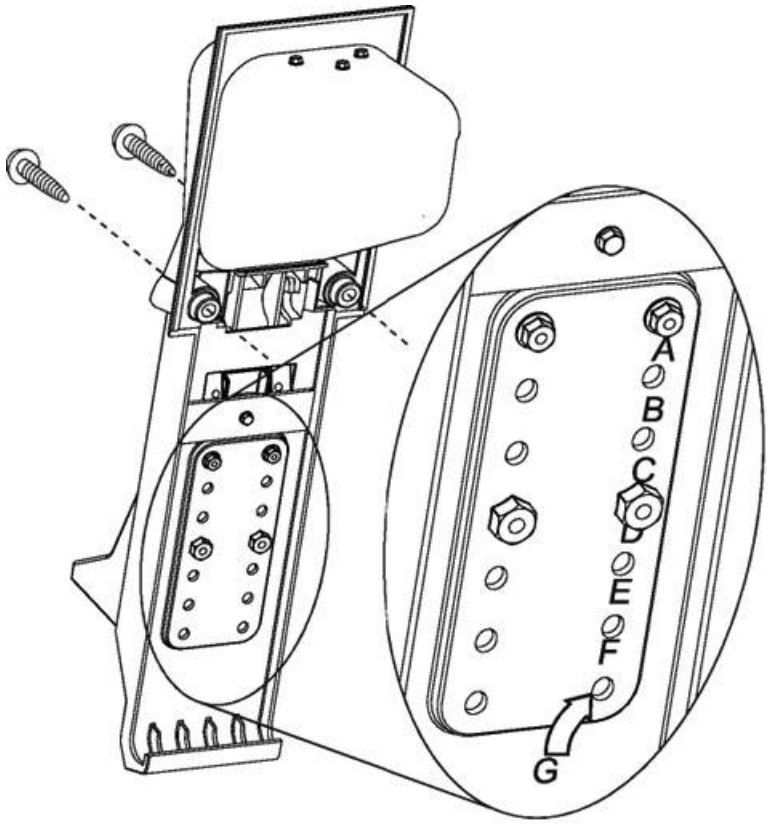

**Figure 1**
1. Loosen two nozzle boot mounting screws. (See figure 1) using 1/4" square tip driver. Note: Save nozzle boot mounting screws for use later.
2. See figure 1 to identify existing nozzle hook retaining screw and nut locations. Identifying marks are located under right hand row of indented hole locations. Standard nozzle hook locations are A & D.
1. Determine new nozzle hook position using chart below as guide to select new hole positions. See Figure 1 to identify nozzle hook retaining screws and nuts locations. Identifying marks are located under right hand row of indented hole locations.